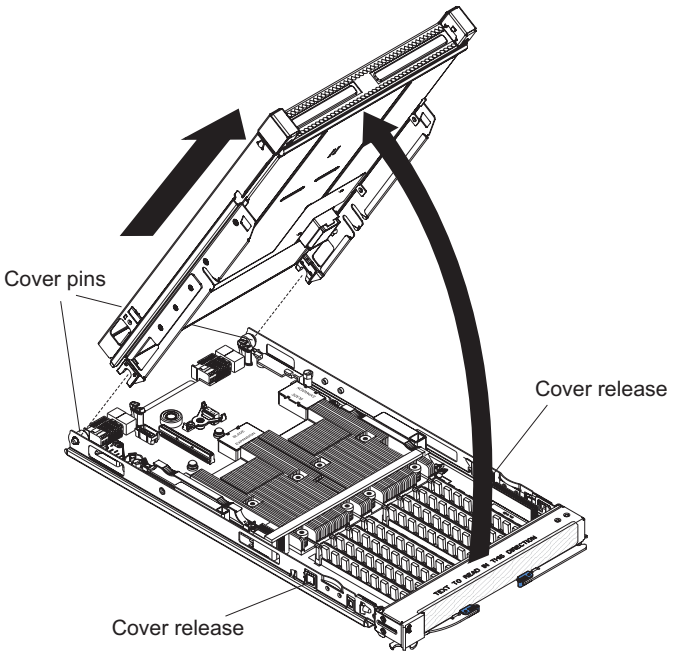

Figure 10. Removing the expansion unit
3. Press the blue blade cover release on each side of the blade server and lift the expansion unit (see Figure 10).